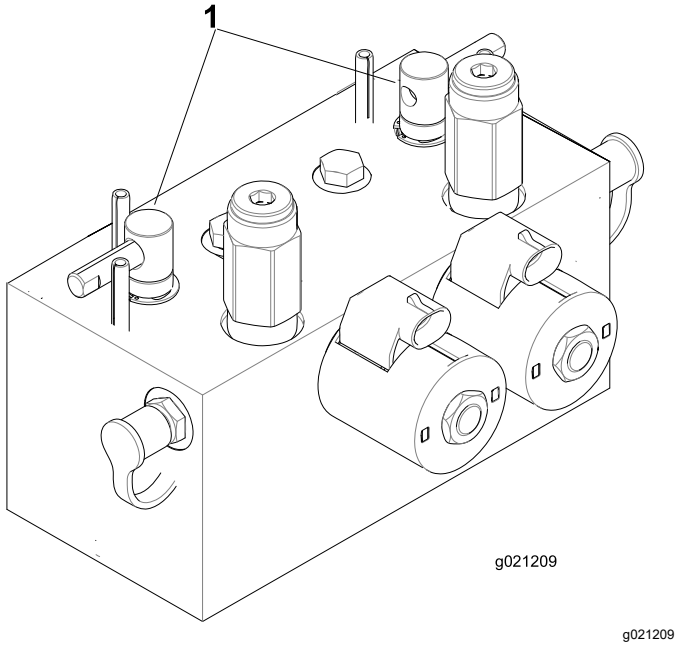

Rysunek 109
2. Odblokuj i podnieś fotel, aby odsłonić dźwignie ostrzenia (Rysunek 109).
5. Wybierz przednią, tylną lub obie dźwignie ostrzenia, aby wybrać zespoły przeznaczone do ostrzenia (Rysunek 109).